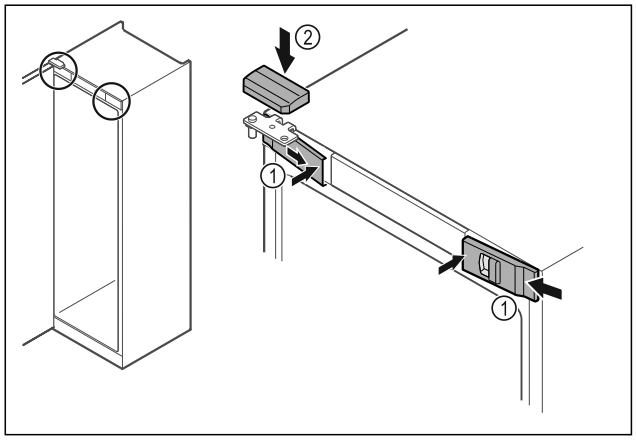

Fig. 43
- ▶ Acroșați apărătorile frontale *Fig. 43 (1)* lateral și fixați-le în poziție la interior.
- ▶ Fixați în poziție apărătoarea superioară *Fig. 43 (2)* de sus.